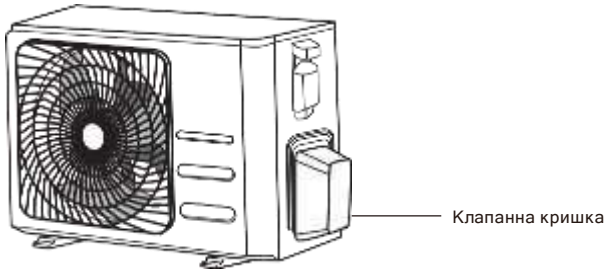

Рис. 5.9
1. Відкрутіть кришку упакованого клапана збоку зовнішнього блоку. (Див.**Рис. 5.9**)